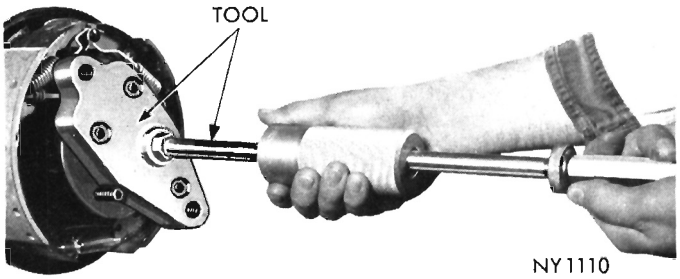

Fig. 2—Removing Axle Shaft
(1) With wheels removed, remove clips holding brake drum on axle shaft studs and remove brake drum.
(2) Disconnect brake lines at wheel cylinders.
(3) Using access hole in axle shaft flange, remove retainer nuts.
(4) Attach axle shaft remover tool C-3725 to axle shaft flange and remove axle shaft. Remove brake assembly (Fig. 2).